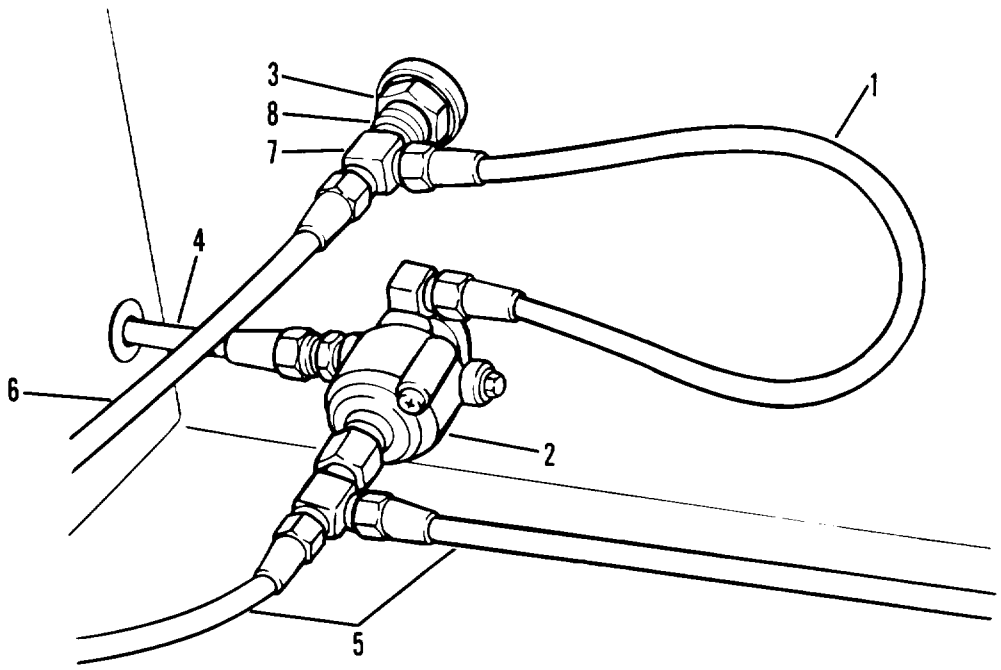
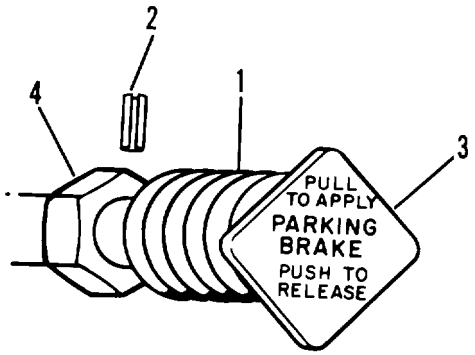

Figure 4-28. Parking brake and air charging system control valves
Figure 4-29. Parking brake control valve
(1) Tag and disconnect air line (1, figure 4-28) between parking brake control valve (2) and air charging system control valve (3).
(2) Tag and disconnect air lines (4 and 5) on parking brake control valve (2).
(3) On the outside of the semitrailer, pull boot (1, figure 4-29) away from frame rail until roll pin (2) is visible. Remove roll pin (2).
(4) Remove control valve handle (3) and boot (1).
(5) Remove locknut (4).
(7) Remove parking brake control valve assembly (2, figure 4-28) from behind frame rail.
(1) Install parking brake control valve assembly (2, figure 4-28) from behind frame rail.
(2) Install locknut (4, figure 4-29) from outside of frame rail.
(3) Install boot (1) and control valve handle (3).
(4) Align holes in control valve handle (3) and install roll pin (2). Make sure roll pin (2) is centered.
(5) Pull end of boot (1) on the flange of locknut (4).
(6) Connect air line (4 and 5, figure 4-28) on parking brake control valve (2).
(7) Connect air line (1) between parking brake control valve (2) and air charging system control valve (3).
(8) Close drain cocks on air reservoirs.
(9) Charge air system (para. 4-35).
(2) Tag and disconnect air line (6) from air charging system control valve (3).
(3) Remove tee (7) and lockwasher (8).
(4) Remove air charging system control valve (3).
(1) Position air charging system control valve (3, figure 4-28) on frame. Install lockwasher (8) and tee (7).
(2) Connect air line (6) to air charging system control valve (3).
(3) Connect air line (1) between parking brake control valve (2) and air charging system control valve (3).
(4) Close drain cocks on air reservoirs.